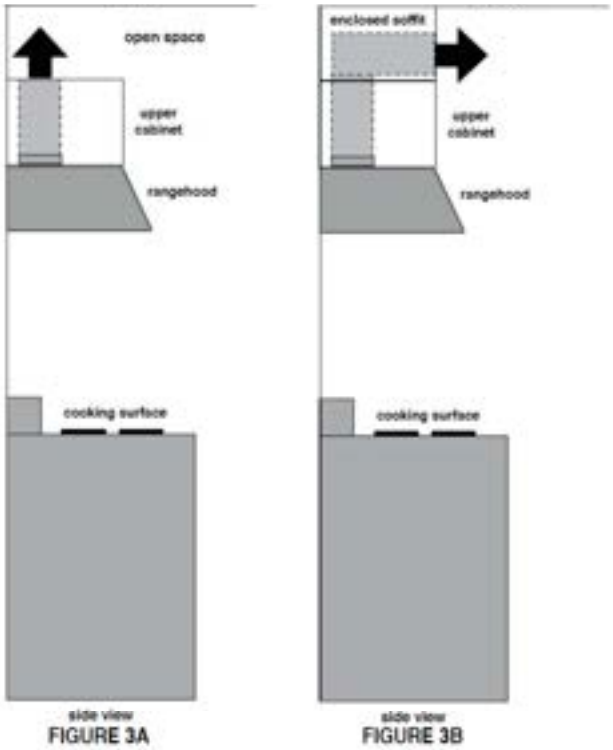

FIGURE 3A FIGURE 3B
2) Des conduits doivent être installés pour évacuer la hotte dans la cuisine, soit en haut de l'armoire (FIGURE 3A) soit sur la face ou le côté du plafond (FIGURE 3B). Installez au moins 15" de conduit métallique (fig. 3A et 3B) à la sortie d'air. Acheminez le conduit verticalement et fixez-le à l'ouverture découpée en haut ou sur le côté de l'armoire ou du plafond. L'installation d'une grille métallique est recommandée. Ces conduits ne doivent pas se terminer dans un espace d'air mort. # FILTER6 doit être acheté pour compléter ce type d'installation.